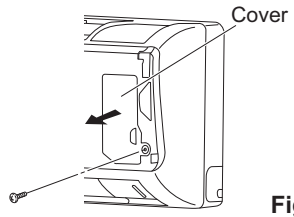

Fig. 2-217
(1) Grasp both ends of the air intake grille, and remove it by opening toward the front and pulling it toward you.
(2) Remove the screw on the right side cover plate and open the cover. (Fig. 2-217)